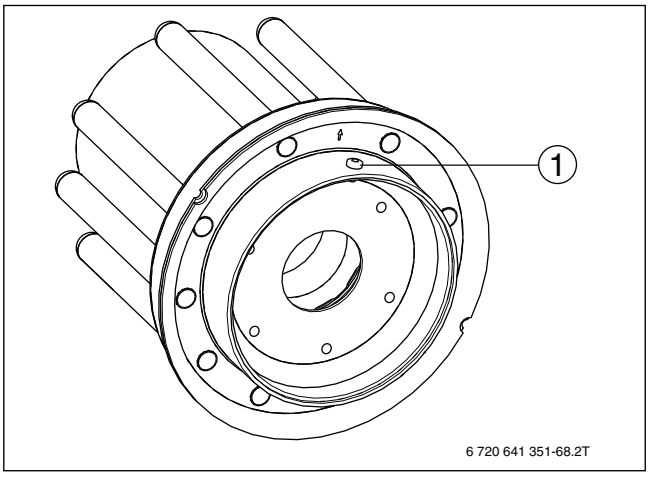

Bild 67 Luftwärmetauscher mit Brennstab
- Bei der Montage auf korrekte Positionierung achten: Schraube (→ Bild 67, [1]) zeigt nach oben.